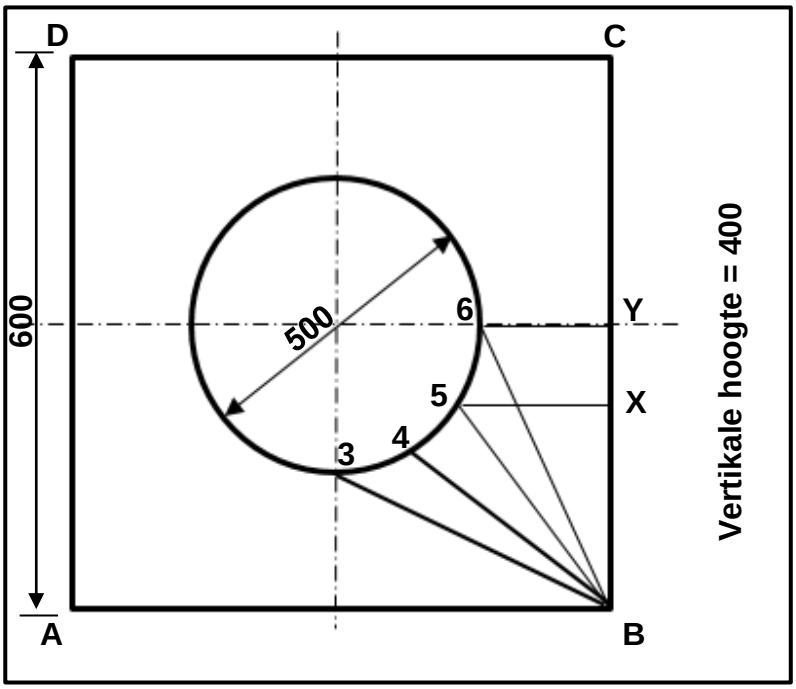

FIGUUR 11.2
11.2 FIGUUR 11.2 hieronder toon 'n boaansig van 'n vierkant-na-rond-oorgangstuk.